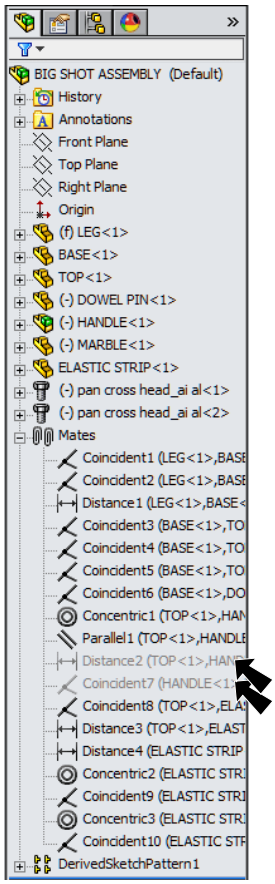

Fig. 2
Step 1. **Expand Mates** in the Feature Manager and confirm the 2 mates are SUPPRESSED. The mates should be grayed out, **Fig. 2**.